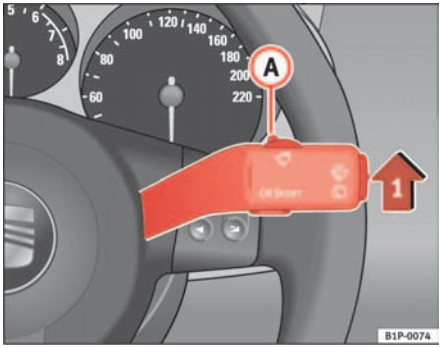

Fig. 65 Windscreen wiper lever
– Move the windscreen wiper lever into position (1) ⇒ fig. 65
– Move the control (A) to the left or right to set the sensitivity of the rain sensor. Switch to the right - high sensitivity. Switch to the right - low sensitivity